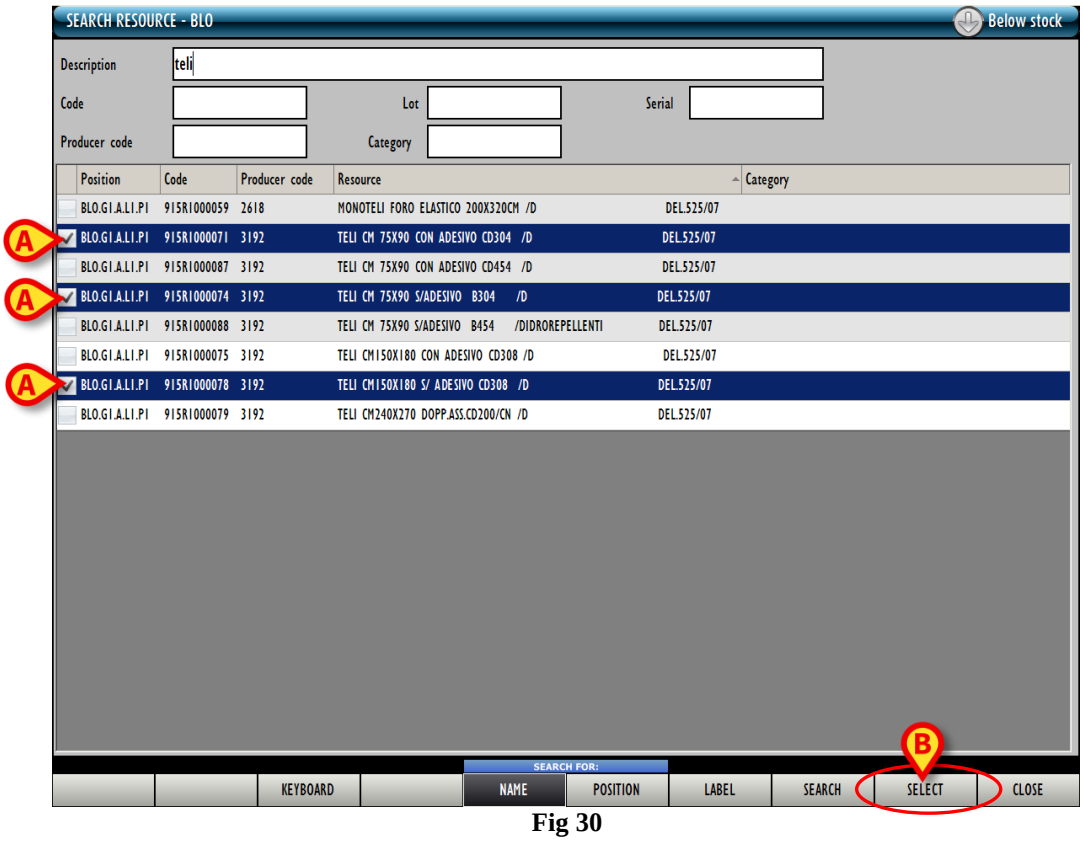

Fig 30
The corresponding line/s is/are highlighted (Fig 30 **A**).
- Click the **Select** button on the command bar (Fig 30 **B**).